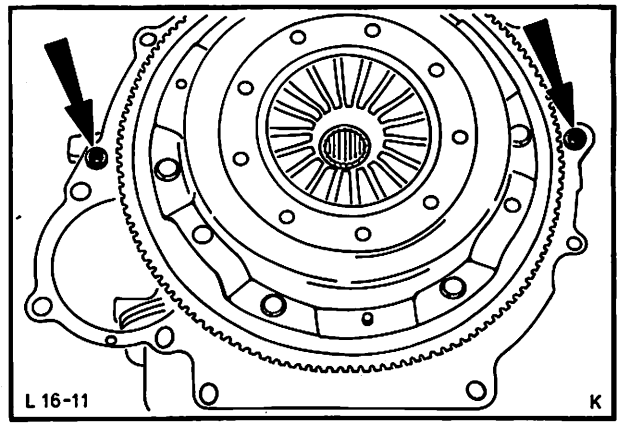

Abb. 14 Führungsbüchsen – Kupplungsgehäuse
14. Falls erforderlich, Führungsbüchsen (2 Stück) vom Kupplungsgehäuse an Motor umbauen, damit die Zwischenplatte beim Getriebeeinbau nicht verrutschen kann. Abb. 14.